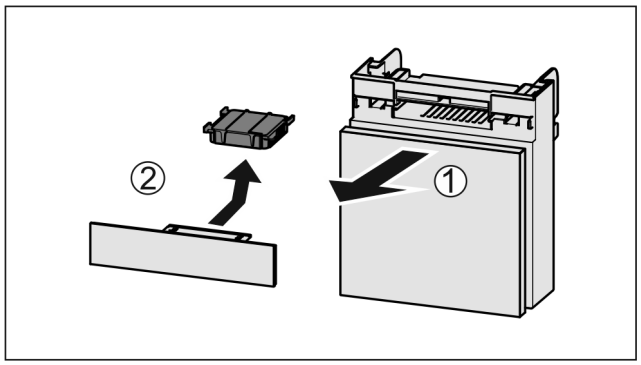

Fig. 245
▶ Extrageți *Fig. 245 (1)* compartimentul către înainte.
▶ Scoateți *Fig. 245 (2)* filtrul de cărbune activ.